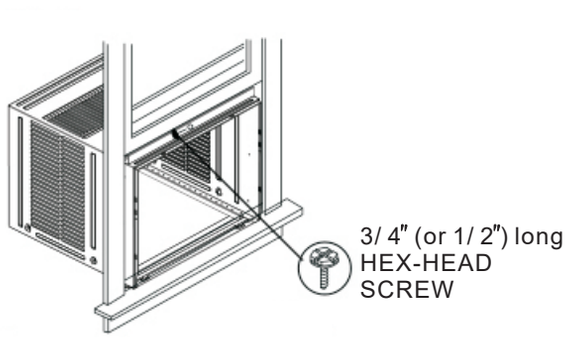

Fig.17A
4. Attach the top angle to window frame: Use a 3/32" drill bit to drill one hole through the hole in the middle of top angle into the window frame, and drive one 3/ 4 " (or 1/ 2 '') HEX-HEAD locking screw through hole in the middle of top angle into the window frame as shown (Fig.17A)